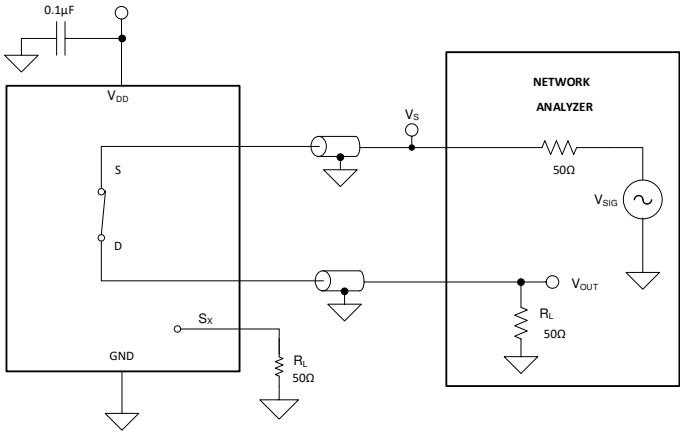

**图 8-10. Bandwidth Measurement Setup**
Bandwidth is defined as the range of frequencies that are attenuated by less than 3 dB when the input is applied to the source pin (Sx) of an on-channel, and the output is measured at the drain pin (D) of the device. 图 8-10 shows the setup used to measure bandwidth.